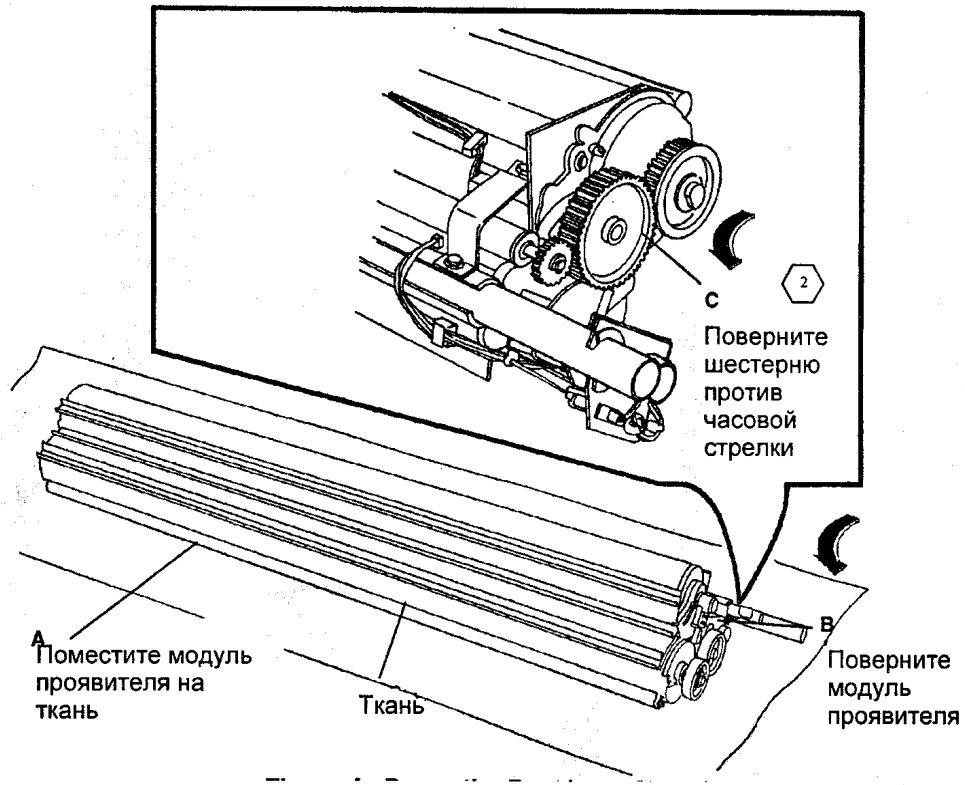

Рис. 4 Высыпание материала проявителя
10. (РИС. 4): ВЫСЫПЬТЕ МАТЕРИАЛ ПРОЯВИТЕЛЯ.